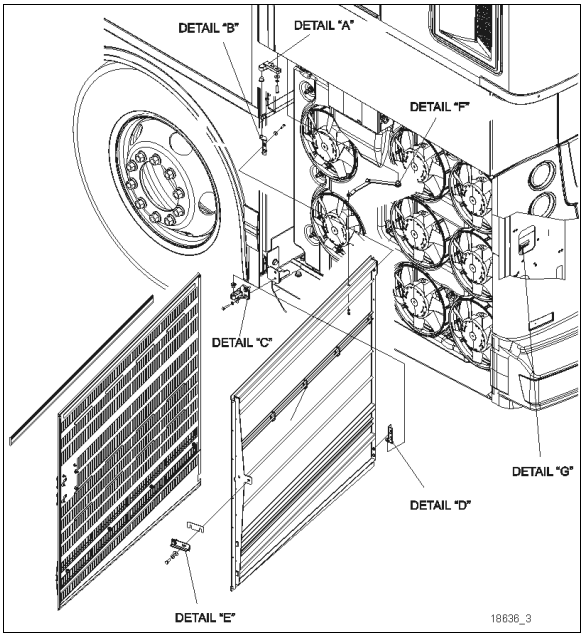

FIGURE 139: RADIATOR DOOR
6. Loosen the bolts, (details “A” & “C”, Figure 139) holding the hinge to the vehicle structure to shift the door "LEFT or RIGHT".
7. Loosening the bolts (details “B” and “D”, Figure 139) allows the door to be shifted "UP or DOWN".